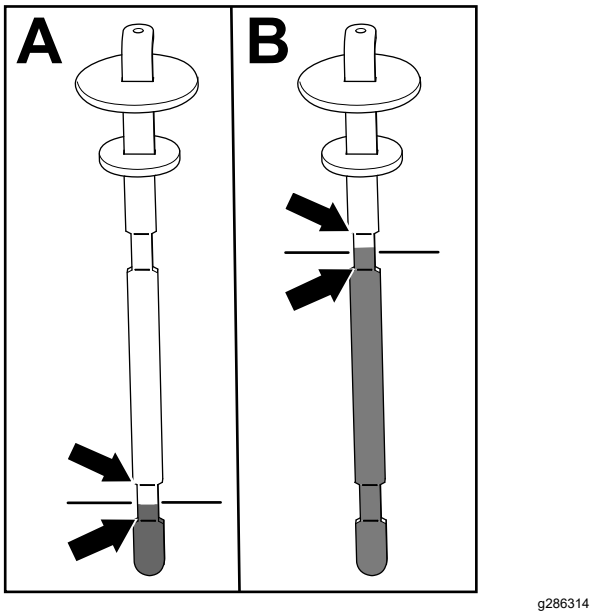

Figur 80
5. Fjern målepinden, og kontroller væskestanden (Figur 80).
- **Hvis du har en klippeenhed:** Hydraulikvæskestanden er på det korrekte niveau, når væsken vises mellem de nederste 2 mærker på målepinden (A i Figur 80). Det er også acceptabelt, at væskestanden er over de nedre mærker.
- **Hvis du har redskabshydrauliksættet:** Hydraulikvæskestanden er på det korrekte niveau, når væsken vises mellem de øverste 2 mærker på målepinden (B i Figur 80).